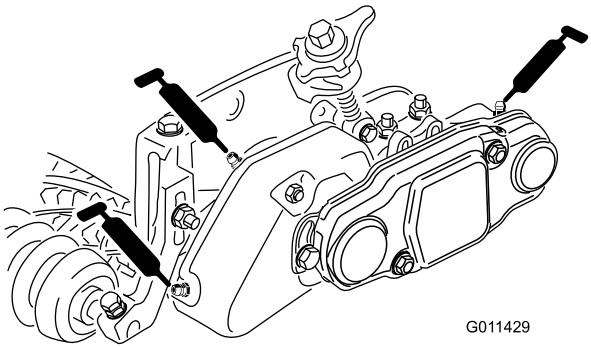

Figure 35
49. Remplissez chaque logement de roulement de cylindre de graisse (Figure 35). L'excès de graisse s'infiltrera entre les joints intérieurs et les bagues d'étanchéité.
50. Graissez chacun des roulements du groomer (2 ou 3 jets de graisse maximum) (Figure 35). N'injectez pas trop de graisse car les joints pourraient être endommagés. Essuyez tout excès de graisse.